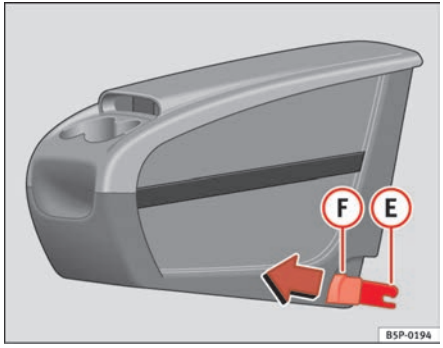
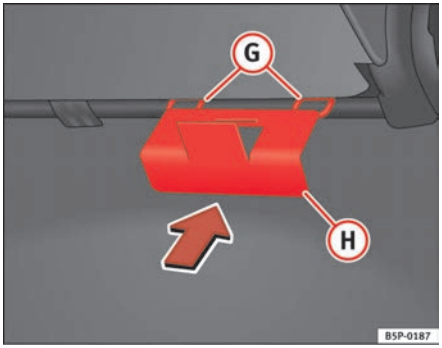

Fig. 111 Mobile stowage compartment Installation
Fig. 112 Mobile stowage compartment mounting plate
– Fit the mobile stowage compartment mounting plate (H) ⇒ fig. 112 from the inside of the vehicle, through the rear section of the seat. It should be fitted between the back rest and the seat, in the central seat area.
– Set both mounting pieces together (E) ⇒ page 140, fig. 111, with both mounting rings (G) ⇒ page 140, fig. 112 and press hard until both the clips completely connect with the rings.
– Pull each of the buttons ⇒ page 140, fig. 111 (F) on the clips (red buttons) forwards, until they snap out of place.